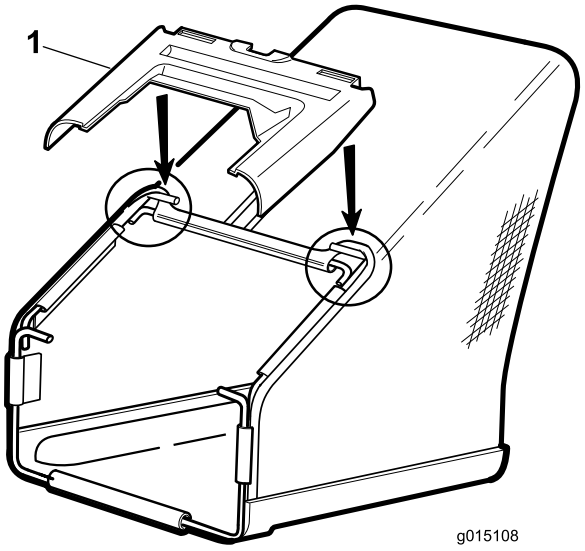

Figur 5
3. Montera plastkåpan över uppsamlarens ram enligt Figur 5.